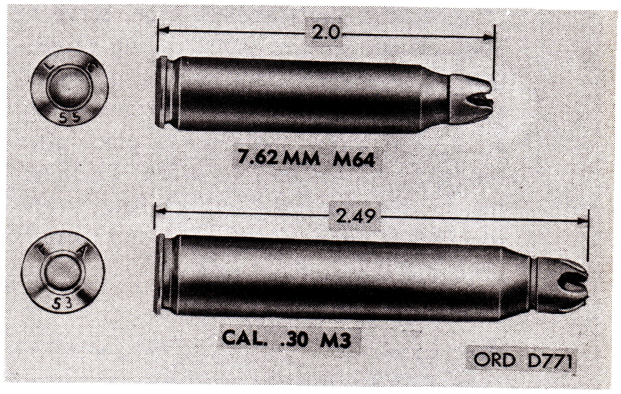

Figure 3–9. Rifle grenade cartridges.
a. Uses. Rifle grenade cartridges (fig. 3–9) are specially designed cartridges used for projecting rifle grenades from rifles equipped with grenade launchers. When the grenade cartridge is fired, it generates a large volume of high-pressure gas which propels the grenade from the launcher. Rifle grenade cartridges may be identified by a 5-point, rose-petal crimp on the wad end. This crimp is a ready means of distinguishing rifle grenade cartridges from blank cartridges, which must never be used in place of rifle grenade cartridges.
(1) Only grenade cartridges prescribed in paragraph 3–15 will be used in firing rifle grenades.
(2) No bulleted cartridge will ever be used for firing rifle grenades.
(3) Never attempt to fire a grenade from a carbine. (Carbine rifle grenade cartridges and launchers are no longer authorized for use.)
(4) Never fire a rifle grenade cartridge from a rifle *not* equipped with a grenade launcher.
(5) If a grenade cartridge fails to fire, replace the cartridge with another one and attempt to fire again. If cartridge still fails to fire, inspect the rifle for broken firing pin.
a. General. Grenade cartridges (fig. 3–9) are non-bulleted cartridges containing a special charge, which produces the large volume of gas needed to produce the pressure required to propel a rifle grenade. Only two grenade cartridges are authorized for use by the U.S. Army in projecting rifle grenades: the caliber .30 rifle grenade cartridge M3 used with rifle M1, and the7.62-mm rifle grenade cartridge used with rifle M14. Grenade cartridges are issued packed with rifle grenades and grenade adapters. They are also available for issue packed separately. Two other types of grenade cartridges will be found in older packings: the caliber .30 carbine grenade cartridge M6 and the auxiliary grenade cartridge M7. *These grenade cartridges are no longer authorized for use and will not be used.*